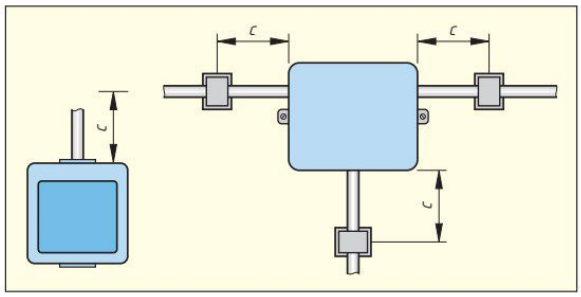

Bild 1: Abstand der ersten Befestigungsschelle
7. In welchem Abstand *c* zu Betriebsmitteln **(Bild 1)**, z. B. Schalter, Steckdosen, Abzweigdosen oder Leuchten, ordnet man die erste Befestigungsschelle an?